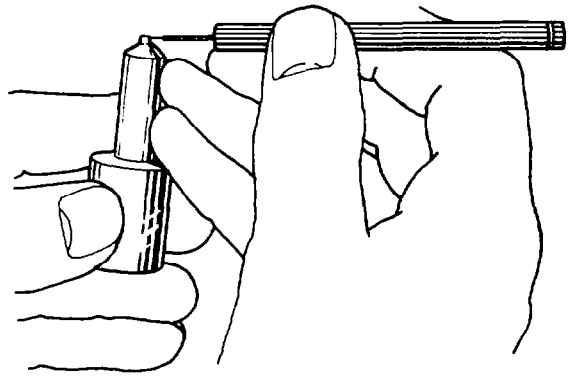

Fig. 127 — Cleaning Nozzle Body Fuel Discharge Holes
d. Probe all nozzle spray holes using needle orifice cleaner TSE 7729 see fig. 127.